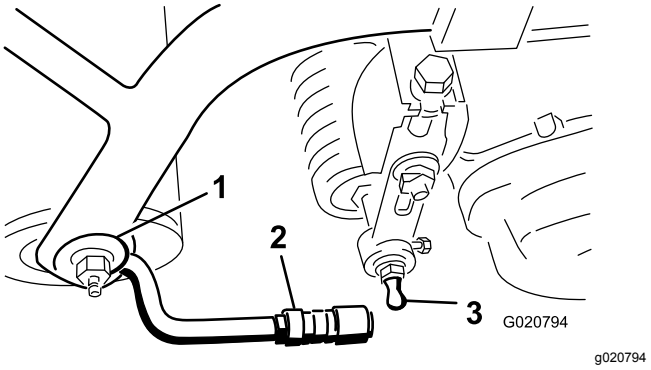

Figur 8
3. För tillbaka hylsan på kullagersmottagaren och haka fast mottagaren på klippenhetens kultapp. Släpp hylsan så att den glider över tappen och låser ihop enheterna (Figur 8).